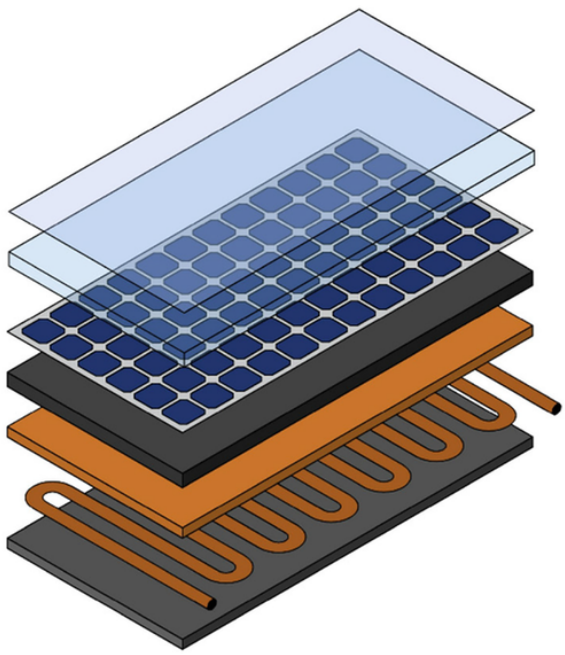

Figure 1 The simplified solar panel cooling system [1].
Solar panels are widely used to generate affordable and green energy. However, if they get heated for too long, the high temperature can cause fires in solar panels costing the equipment and risking lives. Thus, solar panels are equipped with cooling systems which passes ferrofluids through pipes inside a heat absorber layer to reduce the photovoltaic (PV) panel temperature. A simplified schematic of the PV and the coupled cooling system is shown in Figure 1 with glass layer on top and the heat absorber layer with the cooling tubes on the bottom of the PV panel.